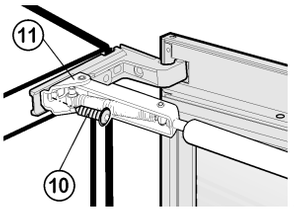

Fig. 6
- ▶ Unscrew the front screw *Fig. 6 (10)* from the bearing of the soft stop mechanism *Fig. 6 (11)*.